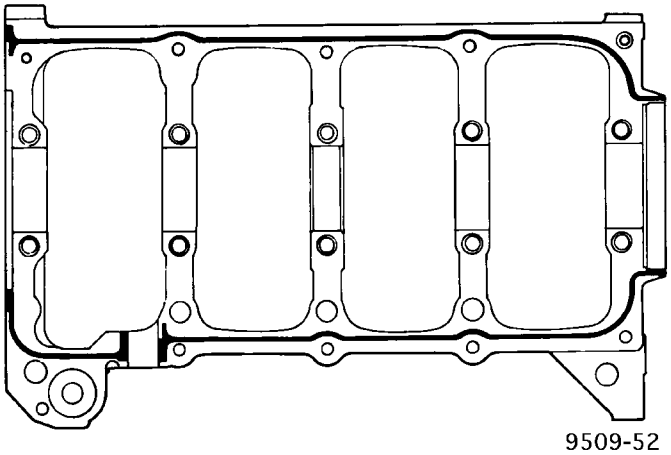

Fig. 69 Tapas de cojinete principal/sellante de bancada
(4) Aplique un reborde de 1,5 a 2,0 mm (0,059 a 0,078 pulgadas) de formador de juntas con solidificación en la torsión Mopar al bloque de cilindros, tal como se muestra en la (Fig. 69).